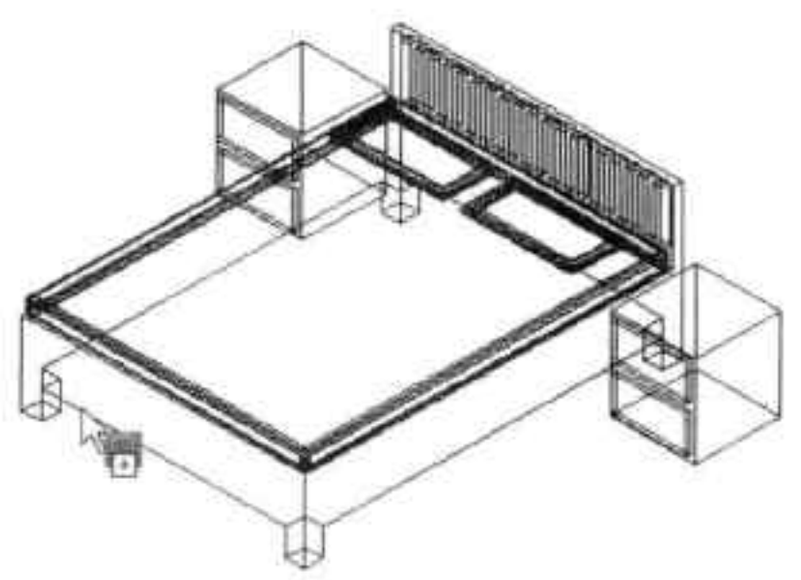

图14-75 赋予材质
Step22 将该材质拖至床模型上，如图 14-75 所示。